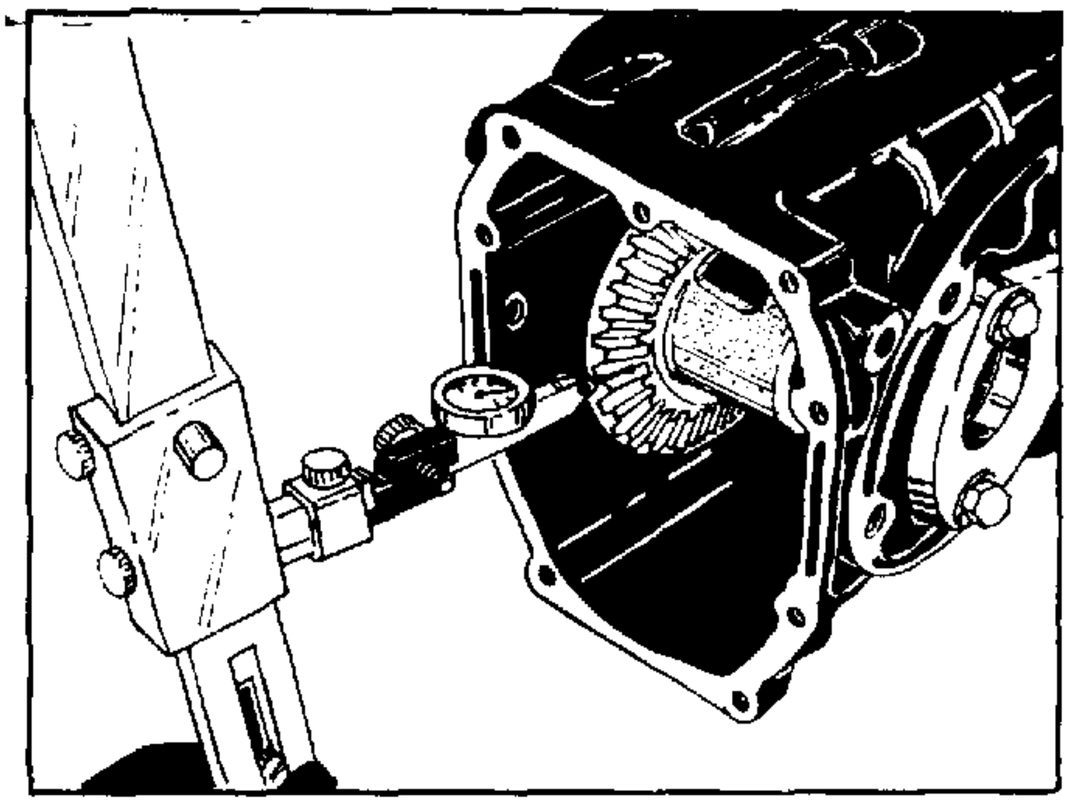

FIGURE 5.
b. Ring gear to pinion backlash .003" to .008". (Figure 5)